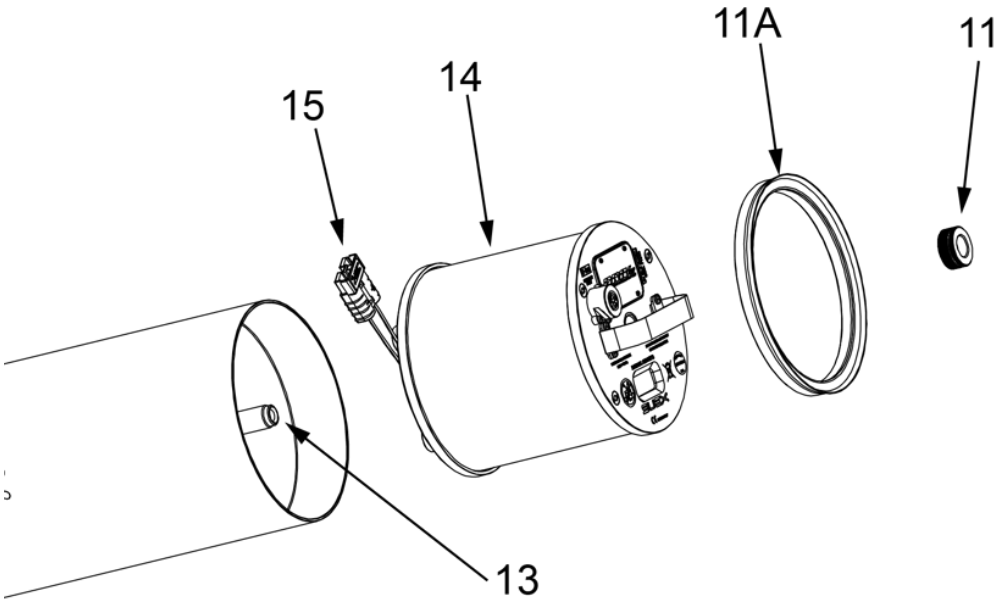

Fig 28 - Battery extraction
Once the cap has been removed, unscrew the ring nut (11), extract the drop drap ring (11A) and remove the battery (14) by pulling it upwards by sliding it off the rod (13 - **Fig 28 - on p. 24**). When the battery is completely removed, disconnect the red connector (15).